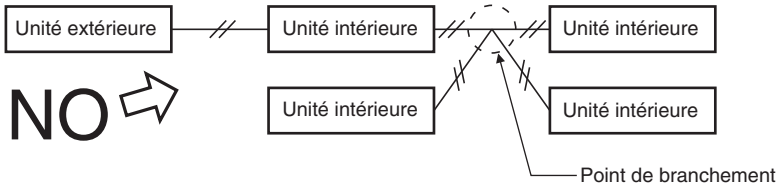

Fig. 4-4
(3) N'installez pas le câble de commande entre unités en montage en étoile. Le câblage avec montage en étoile provoque un réglage avec mauvaise adresse. (Fig. 4-4)